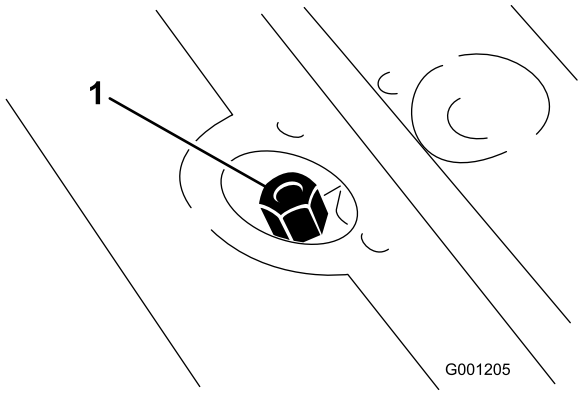

Figur 25
2. Fjern målepindens dæksel (Figur 25) fra påfyldningsstudsen, og aftør det med en ren klud. Skru målepindens dæksel fingerstramt på påfyldningsstudsen. Fjern det derefter igen, og kontroller væskestanden. Hvis oliestanden ikke ligger inden for 13 mm fra rillen i målepinden, skal der påfyldes tilstrækkeligt hydraulisk væske af høj kvalitet, så niveauet når op til rillemærket. Fyld ikke for meget på.